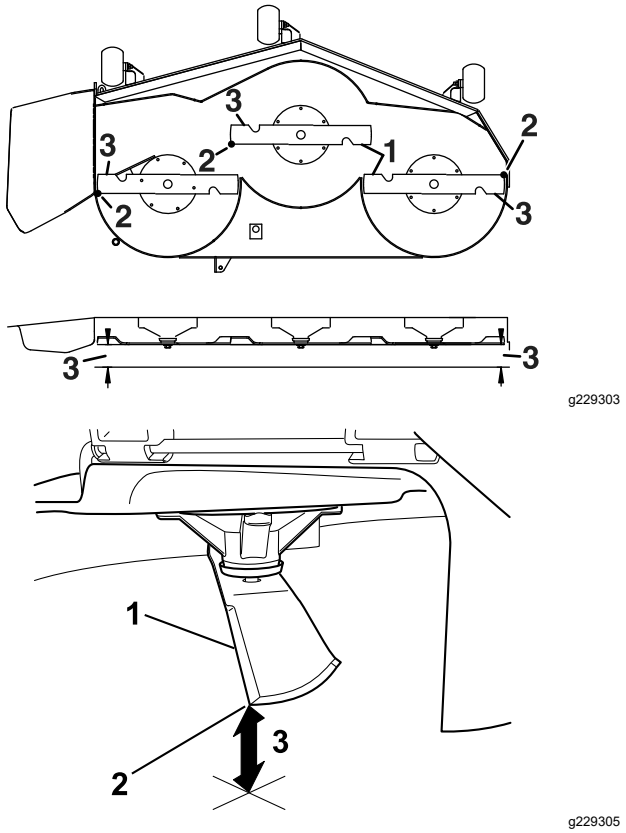

Figure 81
6. Mesurez la distance entre la pointe des lames et la surface plane (Figure 81). Si les deux mesures diffèrent de plus de 5 mm, réglez les lames, ajustez l'horizontalité des lames ; poursuivez cette procédure.
12. Tournez les lames avec précaution pour qu'elles soient parallèles dans le sens transversal (Figure 81).